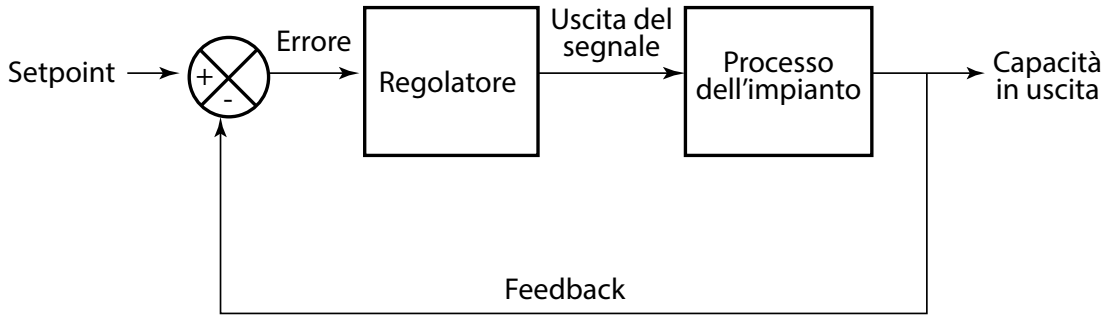

Fig. 4
Il diagramma a blocchi raffigurato sopra (Fig. 4) rappresenta un modello di controllo a modulazione continua in cui viene utilizzato un regolatore in retroazione per controllare automaticamente un processo o un funzionamento. Il sistema di controllo confronta il valore o lo stato della variabile di processo che viene controllata con il valore desiderato o setpoint (SP) e applica la differenza come segnale di comando per portare l'uscita della variabile di processo dell'impianto allo stesso valore del setpoint.